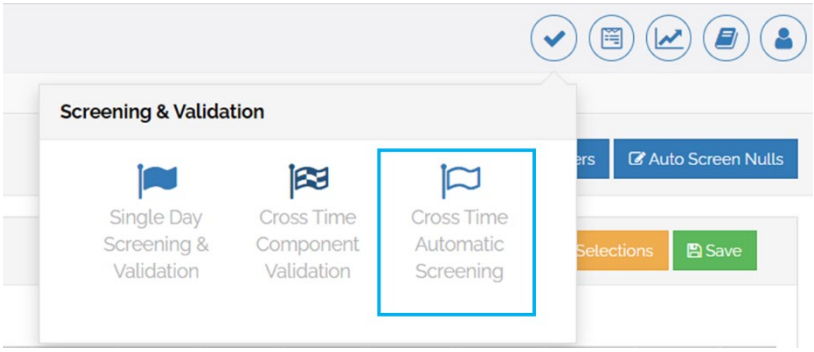
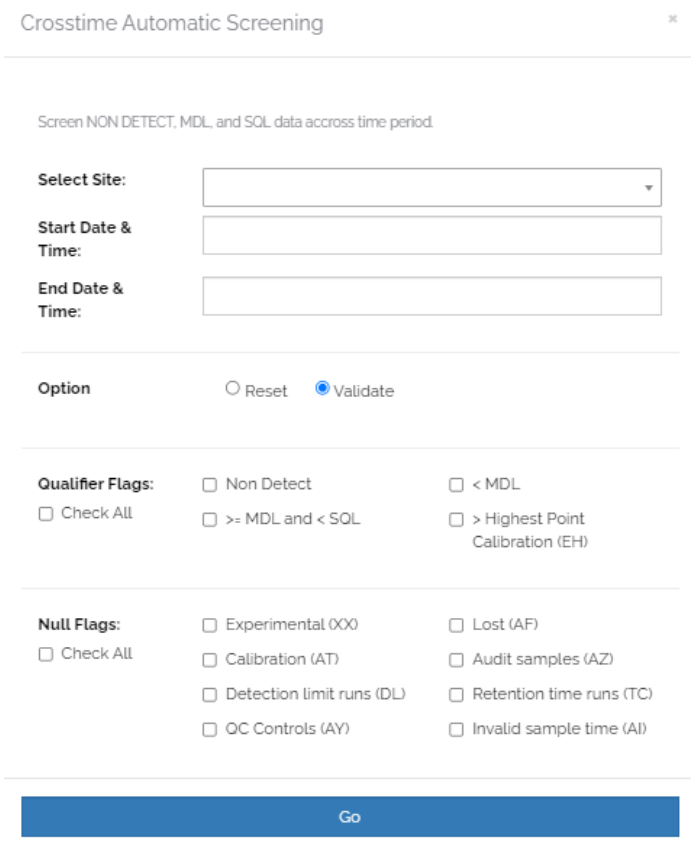

Figure 16. The "Cross Time Automatic Screening" option in MAX
Figure 17. The "Cross Time Screening form in MAX
- The Cross-Time Automatic Screening option allows to flag individual or multicomponent by date and hour for multiple qualifiers and Null flags. Select the Cross-Time Automatic Screening option and select site, start date & time, component or components and flag options the "Go" (**Figure 16** and **Figure 17**). **Note:** Limit Automatic Screening to one week at a time, and only Qualifier flags or Null flags not both.